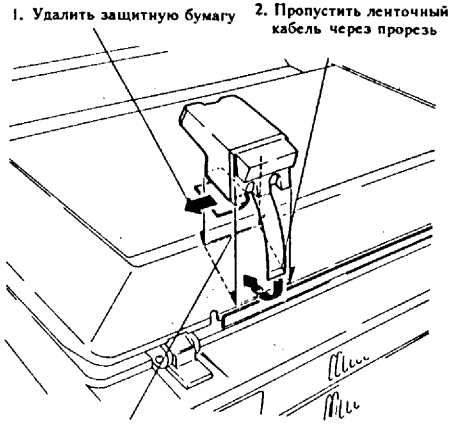

Рис.2. Установка модуля карты
(1) Отключите питание и выньте вилку из розетки.
(2) Откройте крышку стекла оригинала и снимите крышку платы стекла оригинала.
(3) Установите модуль карты на крышку платы стекла оригинала (рис.2)